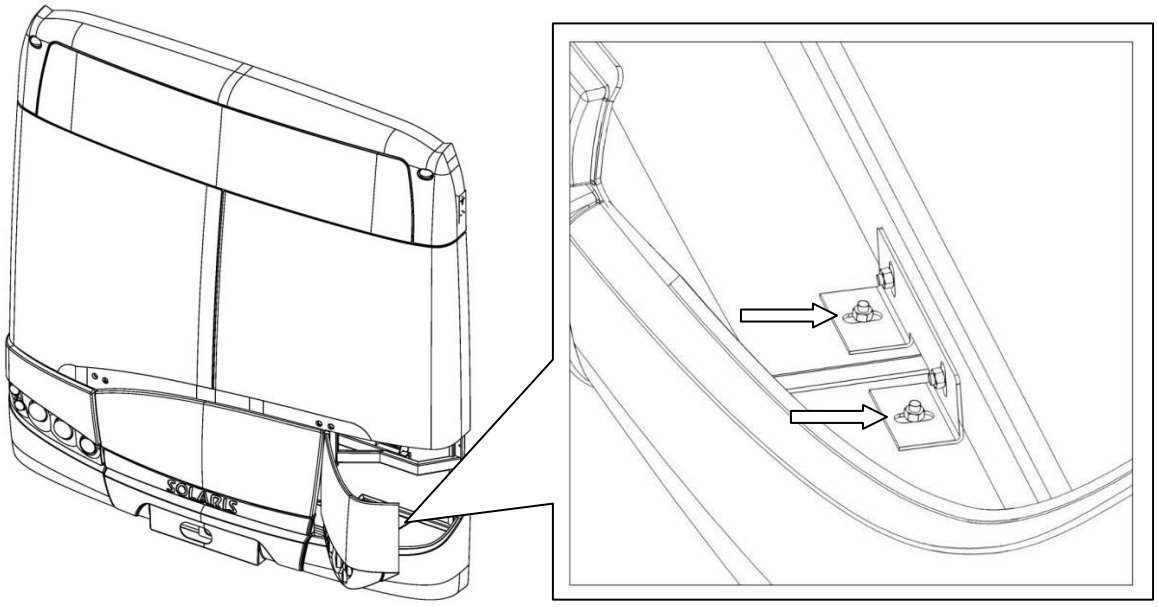
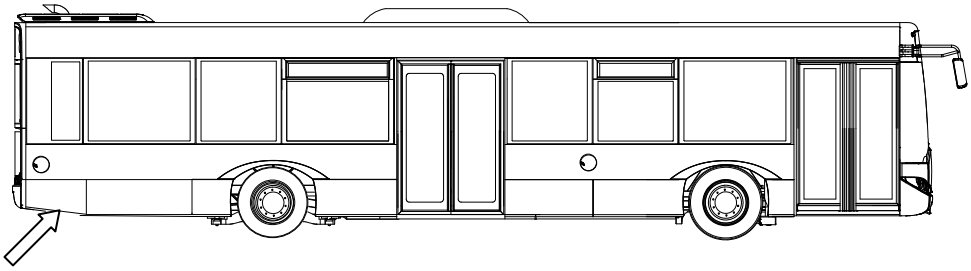
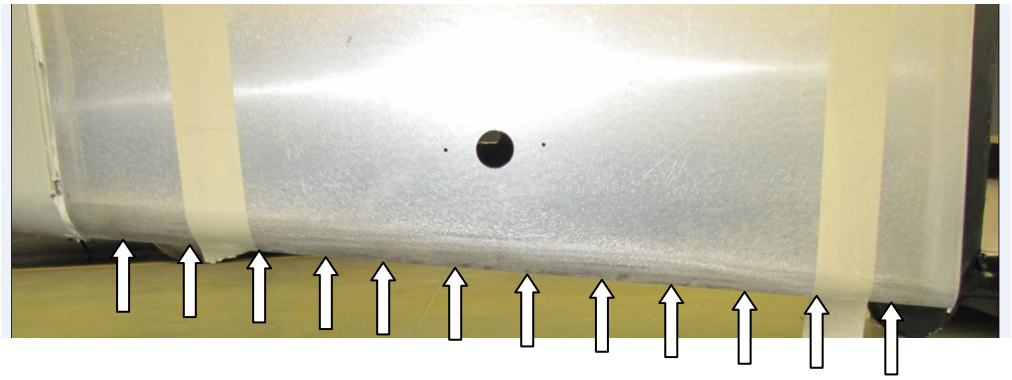

Rys. 6 Lewa klapa obsługowa – nakrętki mocujące zderzak od dołu, prawa i lewa strona pojazdu (wskazane strzałką)
Rys. 6 Panel tylny
Rys. 7 Docięta i dogięta dolna krawędź panelu tylnego.
- odkręcić nakrętki mocujące dolną (Rys. 6),
- Odkręcić nakrętki mocujące środkową część zderzaka (Rys. 7),
- dokręcić nakrętki mocujące zderzak (Rys. 5, Rys. 6 i Rys. 7),
W przypadku panelu tylnego (Rys. 6), jego dopasowanie wymaga docięcia i dogięcia dolnej krawędzi. (Rys.7) W dalszej części Biuletynu pokazano kolejne czynności.